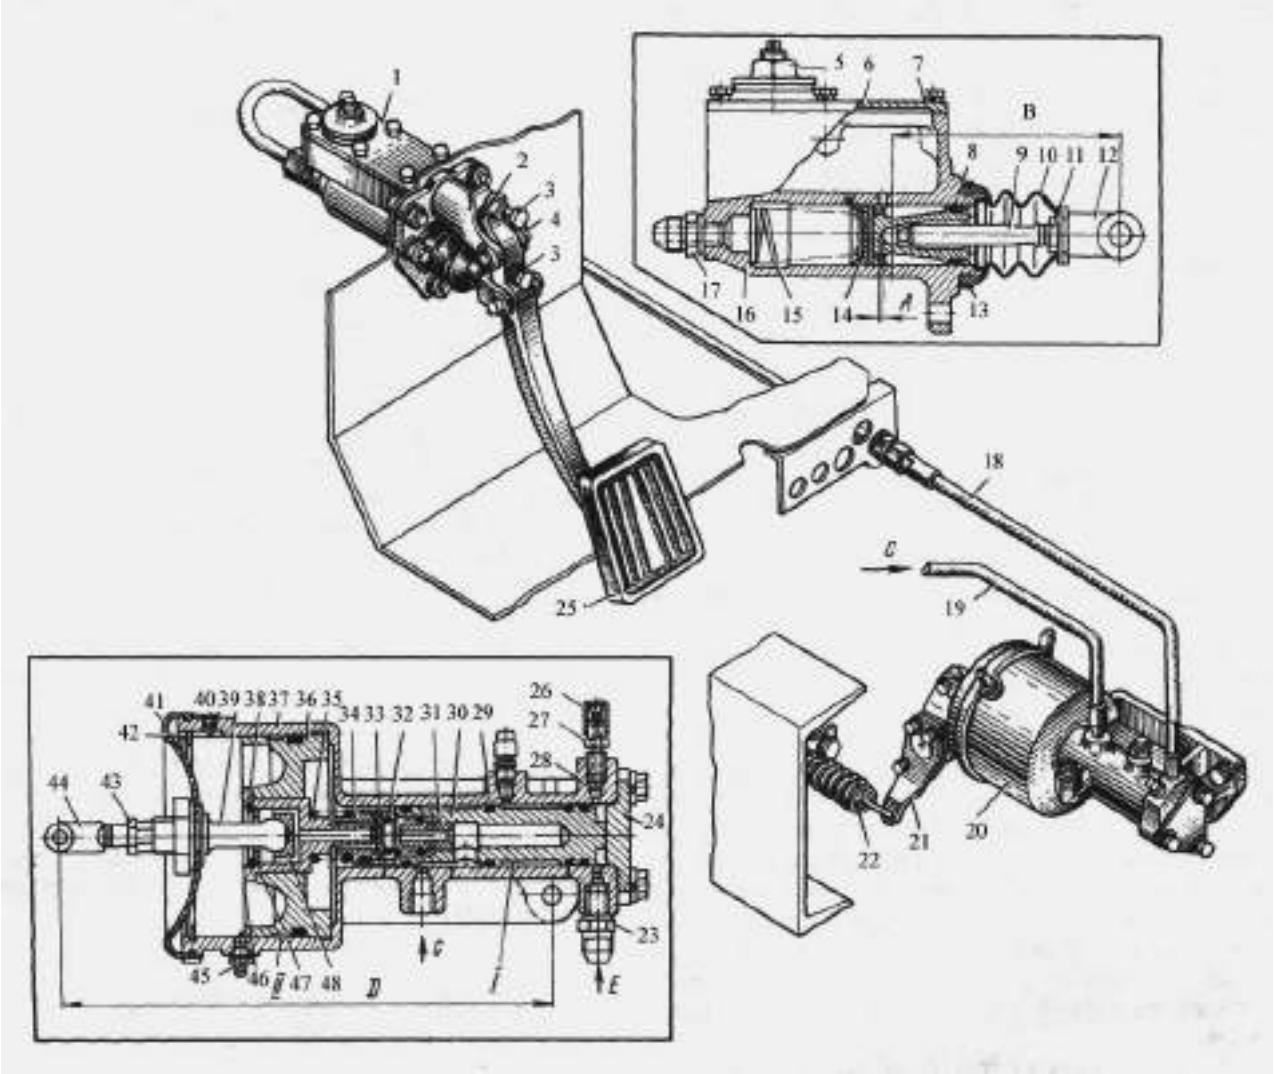

Рис. 2. Привод управления сцеплением (старый):
11. Снять пружину 22 (см. рис.2) рычага 21 вала вилки выключения сцепления, открепить рабочий цилиндр 20 от картера коробки передач в сборе с рычагом 21, не отсоединяя шланги подвода воздуха и жидкости. Закрепить цилиндр проволокой на кабине.